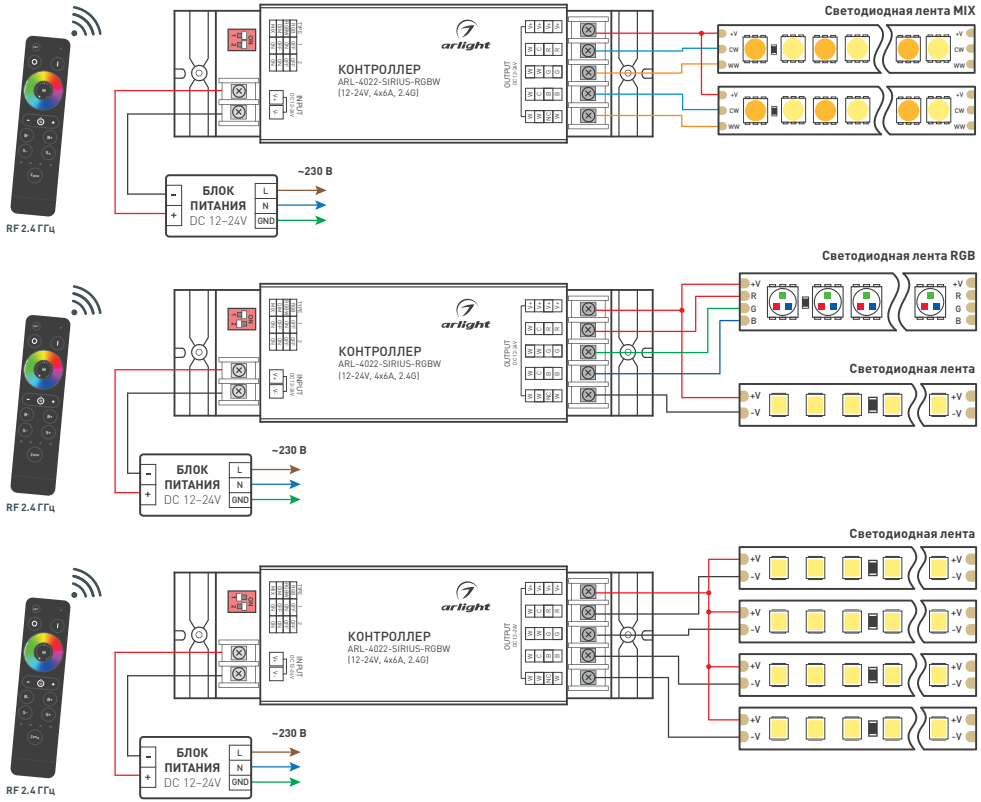

Рис.1. Схемы подключения контроллера в режимах MIX/RGB/RGBW/DIM.
3.2. Подключите устройства в соответствии со схемой рис. 1.